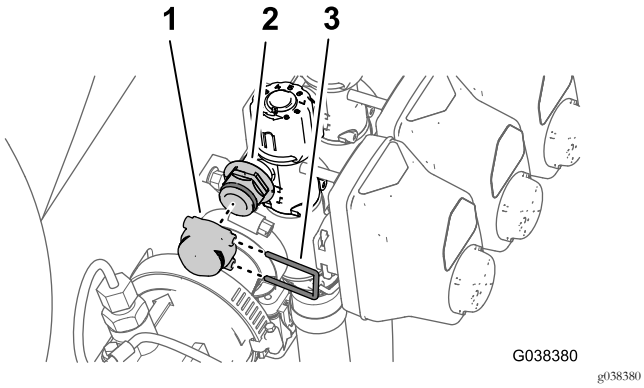

Figura 86
7. Monte o tampão na união de ligação rápida (Figura 86) com o retentor que retirou no passo 1.